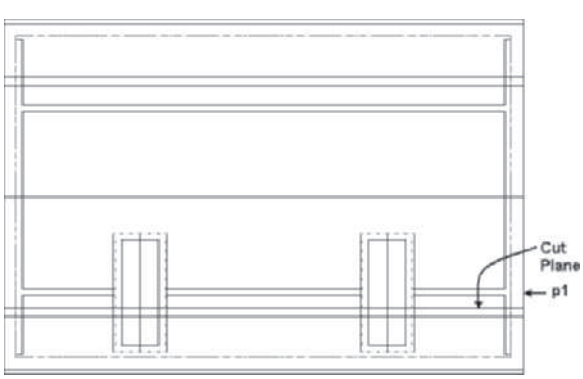

FIGURE 7.62 *Selection of roof to edit display of cut plane (metric roof slab similar)*
11. The cut plane lines are displayed on the roof slab since the roof slab was developed from a roof with a plate height equal to zero. To remove the cut plane lines from the main roof slab, select the front roof slab at **p1** as shown in Figure 7.62 right-click, and choose **Properties**. Select the **Display** tab of the Properties palette. Set Display component = None and Display controlled by = Drawing default setting. Edit the Cut Plane section and set **Height** to **14' [4500]**. Move the cursor from the Properties palette and press ESC to end the edit.